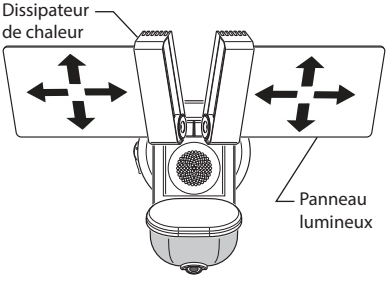

Figure 10
9. Au besoin, agrippez doucement les panneaux lumineux et faites-les pivoter vers le haut ou vers le bas ou encore d'un côté ou de l'autre pour régler la zone d'éclairage. (voir la Figure 10).